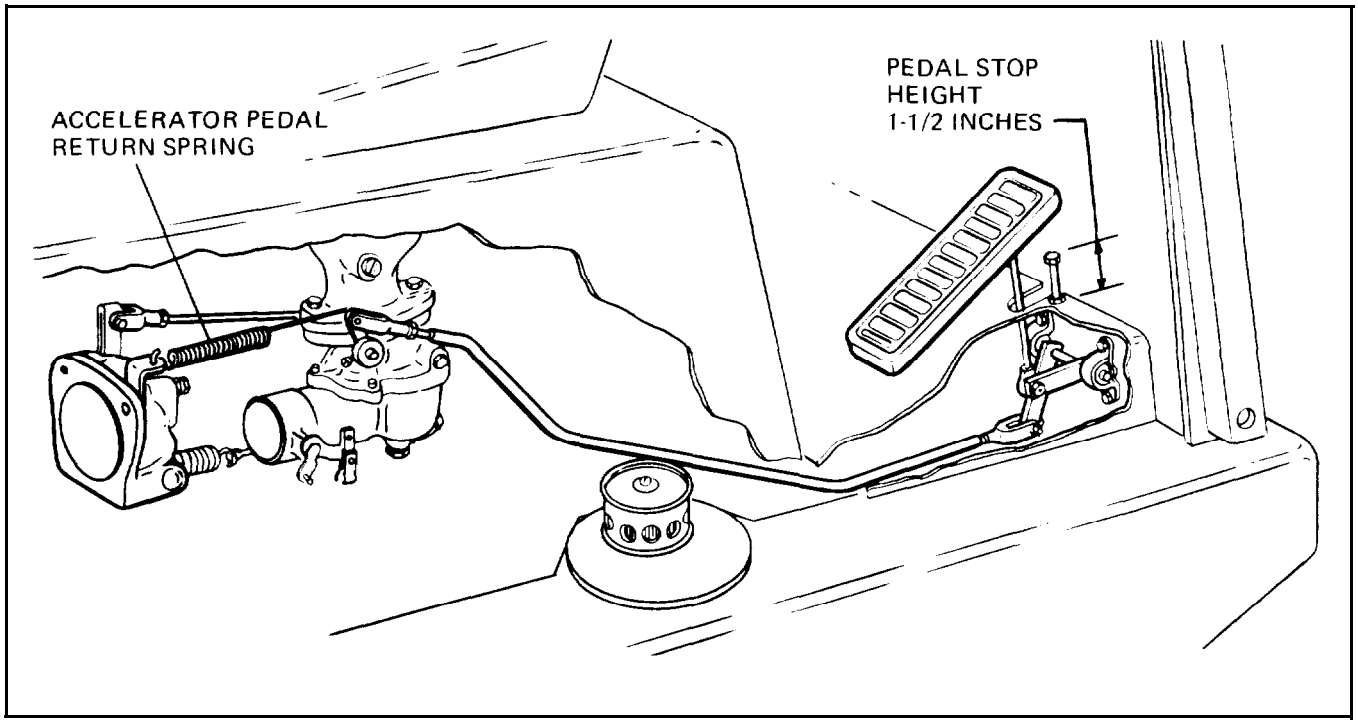

Figure 4-56. Pedal and Linkage Adjustment
a. With engine shut down, remove the accelerator pedal return spring, as shown in figure 4-56.